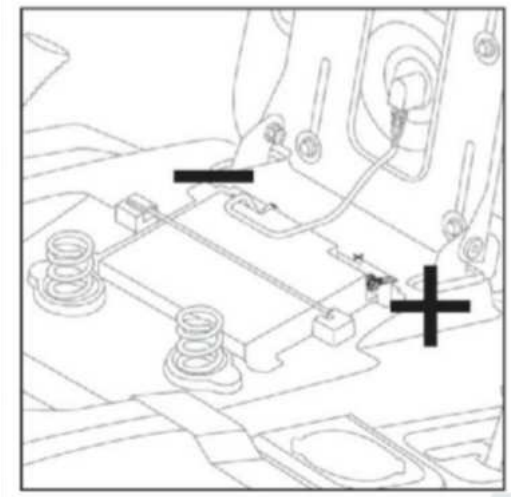

Рис. 8
2. Подсоедините отрицательный кабель (черный) к отрицательной клемме аккумулятора с помощью болта и гайки. (Рис. 8)